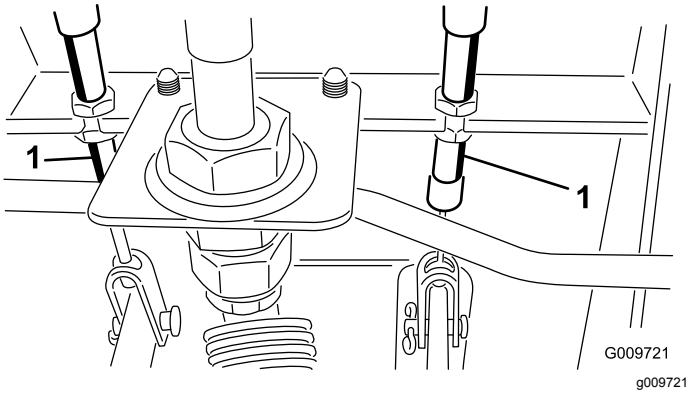

Figuur 100
A. Draai de voorste moer op het draadeinde van de remkabel los (Figuur 100).